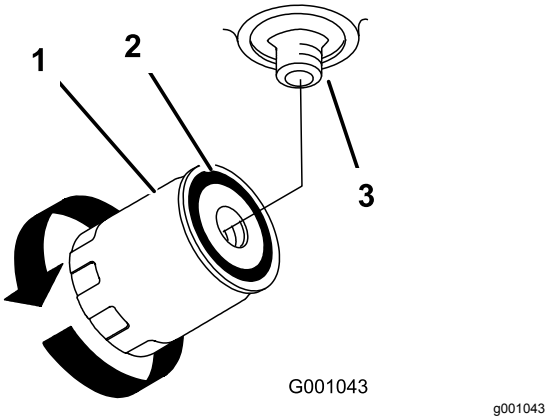

Figur 71
7. Påfør et tyndt lag på gummipakningen på det nye filter (Figur 71).
oliefilteret med uret, indtil gummipakningen berører filteradapteren. Stram dernæst filteret yderligere 1/2 omgang (Figur 71).